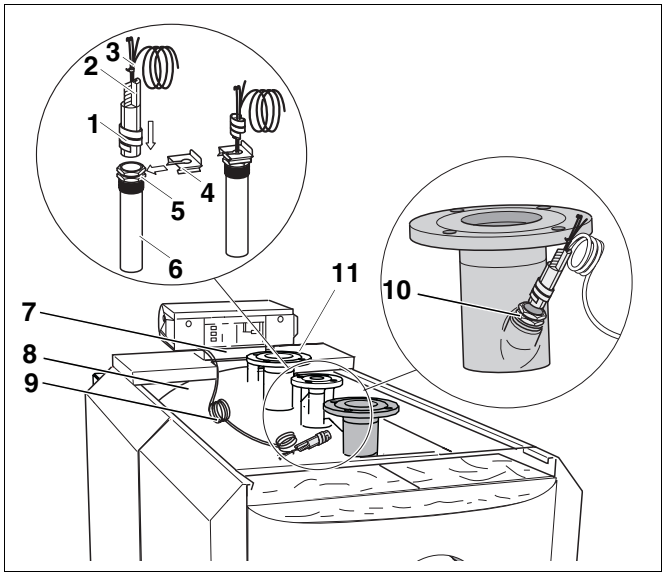

Рис. 31 Установка комплекта температурных датчиков
- Проложить капиллярные трубки и провод датчика (рис. 31, **поз. 9**) к точке замера (рис. 31, **поз. 10**) на подающей линии отопительного котла.
- Лишний кабель, капиллярные трубки и провод датчика (рис. 31, **поз. 9**) смотать и уложить на теплоизоляцию корпуса котла (рис. 31, **поз. 8**).
- Кабель горелки провести через кабельный ввод передней крышки котла (рис. 31, **поз. 7**).
- Вставить до упора компенсационную пружину (рис. 31, **поз. 2**) с температурными датчиками (рис. 31, **поз. 3**) в гильзу (рис. 31, **поз. 6**).
При установке температурных датчиков (рис. 31, **поз. 3**) в гильзу (рис. 31, **поз. 6**) пластмассовая спираль (рис. 31, **поз. 1**) автоматически выдвигается назад.
- Задвинуть фиксатор (рис. 31, **поз. 4**) сбоку на головку гильзы (рис. 31, **поз. 5**).
- Вставить весь комплект датчиков системы управления 4212 в точку замера на подающей линии отопительного котла (рис. 31, **поз. 10**).
- Датчик модуля ZM 427 устанавливается заказчиком на обратную линию отопительного котла (рис. 31, **поз. 11**).